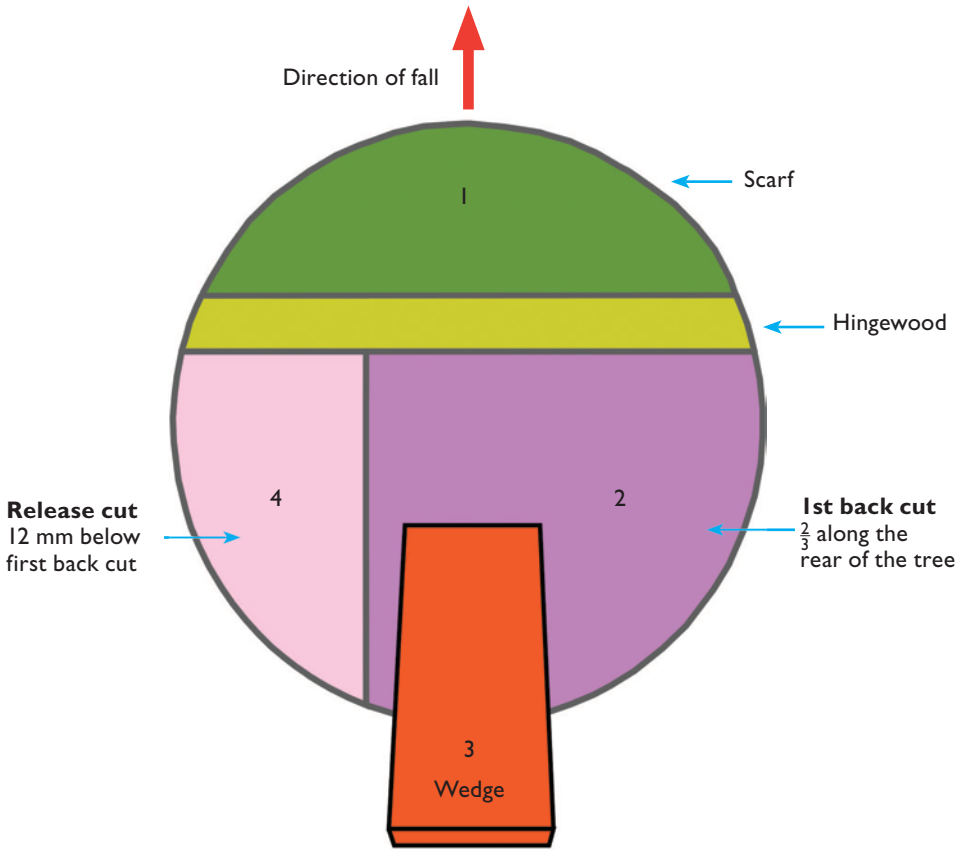

Figure 45: Trees with backward lean.
- Angle second back cut (release cut) slightly (see Figure 45) so that outer part of cut is at the height or slightly higher than the first back cut and the cut in the centre of the tree is slightly below the line of the first back cut. The width of the hingewood should be standard for tree type.